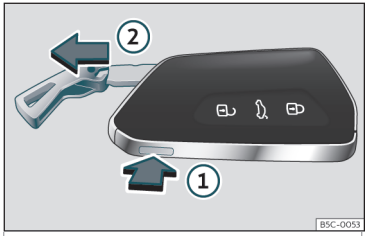

Fig. 67 Llave del vehículo: extraer el espadín.
- Si pulsa una vez el botón››› **fig. 67** ① se desbloquea el espadín y aparece una argolla a modo de llavero.
- Mantenga pulsado el botón ① y al mismo tiempo tire de la argolla en la dirección de la
flecha››› **fig. 67** ② para extraer completamente el espadín.